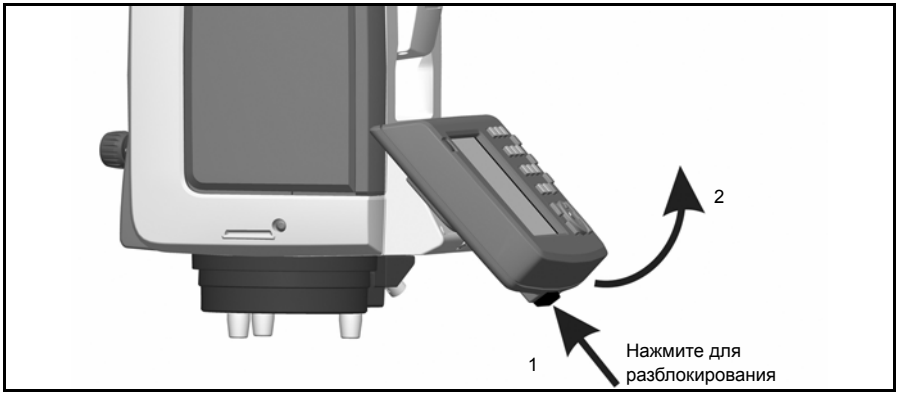

Рис. 4.41. Отсоединение контроллера Trimble CU
1. Нажмите кнопку блокировки в нижней части контроллера Trimble CU, Рис. 4.41 (1)
2. Снимите нижнюю часть контроллера Trimble CU с инструмента, Рис. 4.41 (2)